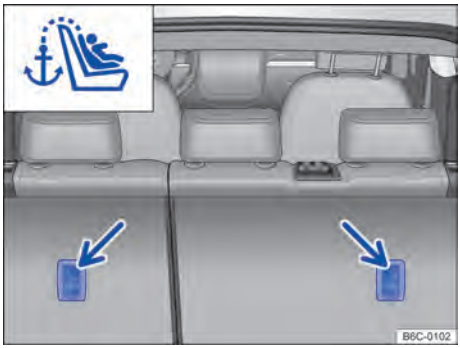

Fig. 42 Ojales de retención para el cinturón de fijación superior en el lado de atrás del asiento trasero.
– Si se provee junto con el asiento para niños, coloque el cinturón de fijación superior (Top Tether) del asiento para niños entre el respaldo del asiento trasero, fijándolo al terminal de enganche que se encuentra en la parte posterior del respaldo del asiento → fig. 42.